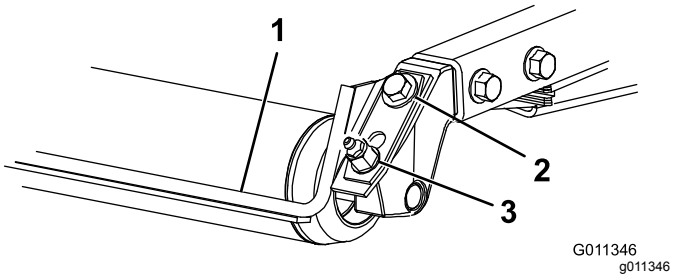

Figuur 7
1. Draai de smeernippel en de montageschroef los (Figuur 7).